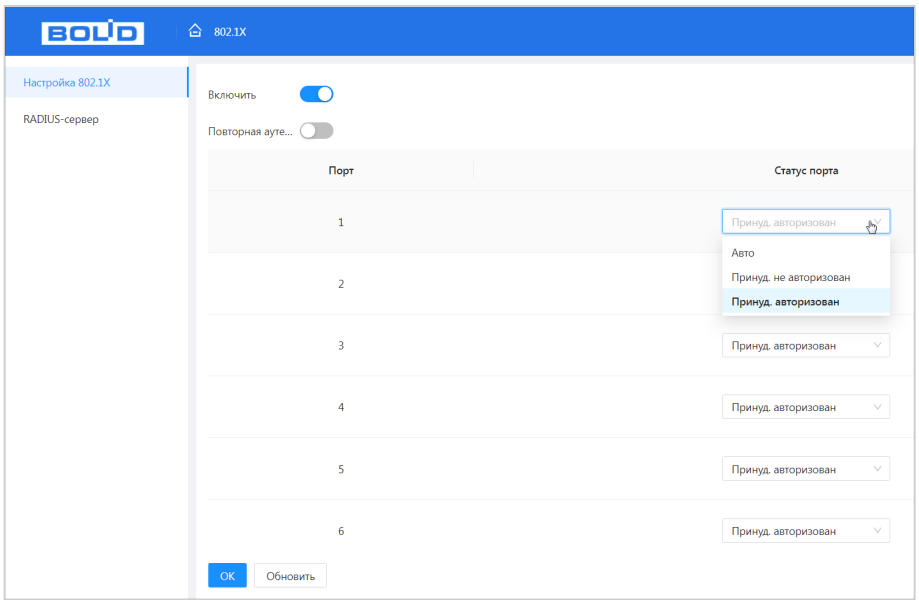

Рисунок 14.1 – Настройки NSA
3. Переключите все порты в состояние аутентификации на основе 802.1x как показано на рисунке ниже (Рисунок 14.1).